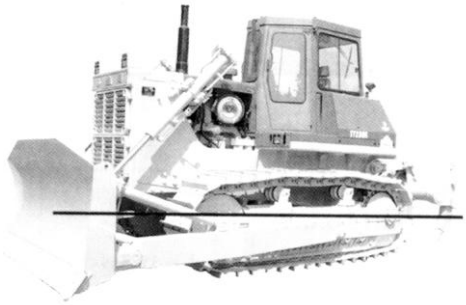

Рис. 2-13.
j. Не допускайте, чтобы глубина превышала центр направляющего колеса. Кроме того, не допускайте соприкосновения с водой охлаждающего вентилятора (Рис. 2-13).